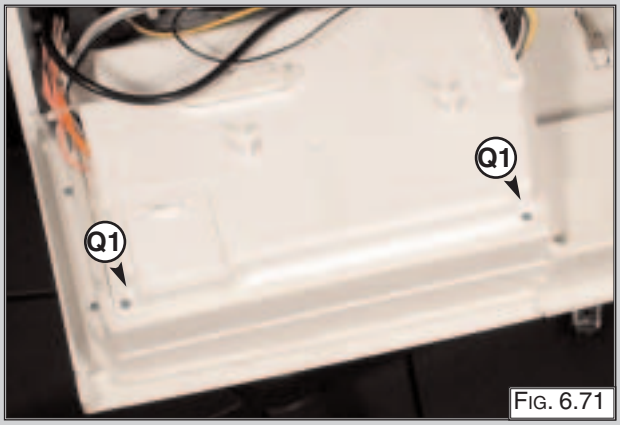

Fig. 6.71
2. Remove the inspection cover from the reverse of the control panel, unscrew the screws “Q1” (Fig. 6.71);